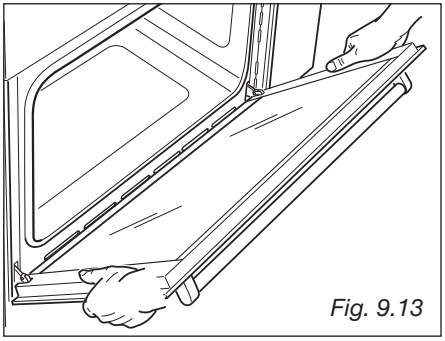

Fig. 9.13
– Impugnare la porta come illustrato in Fig. 9.13.